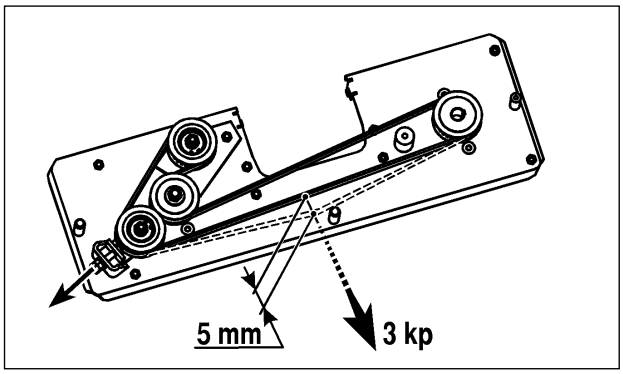

*Fig. 33*
## MOWER DECK BELT (FIG. 33)
5. Adjust nut M10 until the specified tension at cog belt is reached. (See Fig 33)
| Mower cog belt | See Fig 33 |